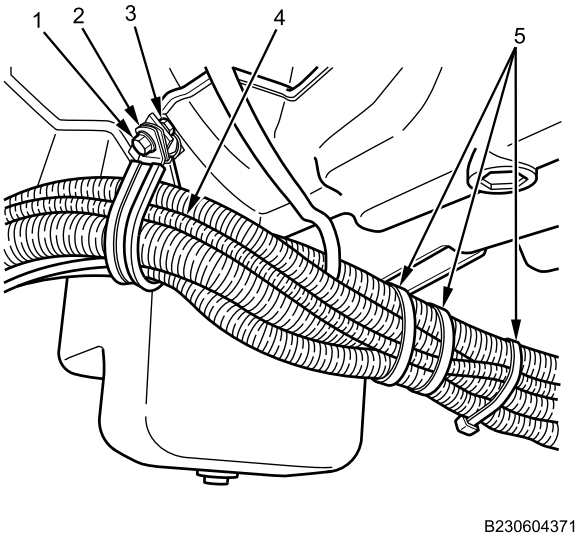

Figure 2. IP Feed Harness Removal at Transmission.
2. Remove nut (Figure 2, Item 3) and bolt (Figure 2, Item 1) from P-clamp (Figure 2, Item 2) at transmission housing.
3. Open P-clamp (Figure 2, Item 2) and remove IP feed harness (Figure 2, Item 4).
4. Remove and discard cable lock straps (Figure 2, Item 5) from IP feed harness (Figure 2, Item 4) as required to remove harness from bundle.